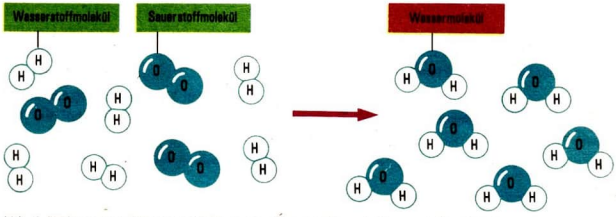

Abb. 1 Bildung von Wassermolekülen aus Sauerstoff- und Wasserstoffmolekülen
■ Bei der Bildung von Wasser aus den Gasen Wasserstoff und Sauerstoff (/ Experimente 2 und 3) reagieren Wasserstoffmoleküle und Sauerstoffmoleküle miteinander und bilden Wassermoleküle (Abb. 1).